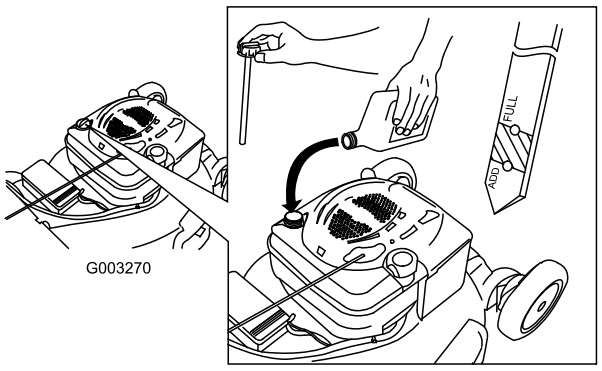

Bild 36
4. Füllen Sie das Öl **langsam** in den Einfüllstutzen ein, um den Ölstand auf die Marke Voll am Peilstab anzuheben.Bild 36 **Füllen Sie nicht zu viel ein.** (Max. Füllstand: 0,59 l des Typs: Waschaktives SAE 30-Öl mit der Klassifizierung SF, SG, SH, SJ, SL oder höher durch das American Petroleum Institute (API).)